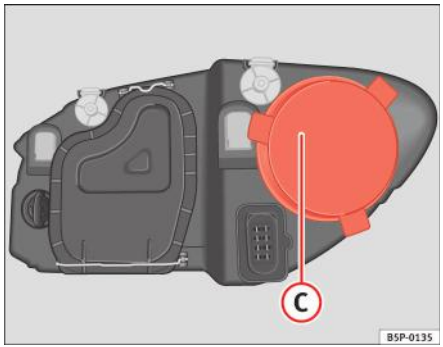

Fig. 166 Faza lungă a farurilor
– Scoateți capacul ⇒ fig. 166 (C) trăgându-l în afară.